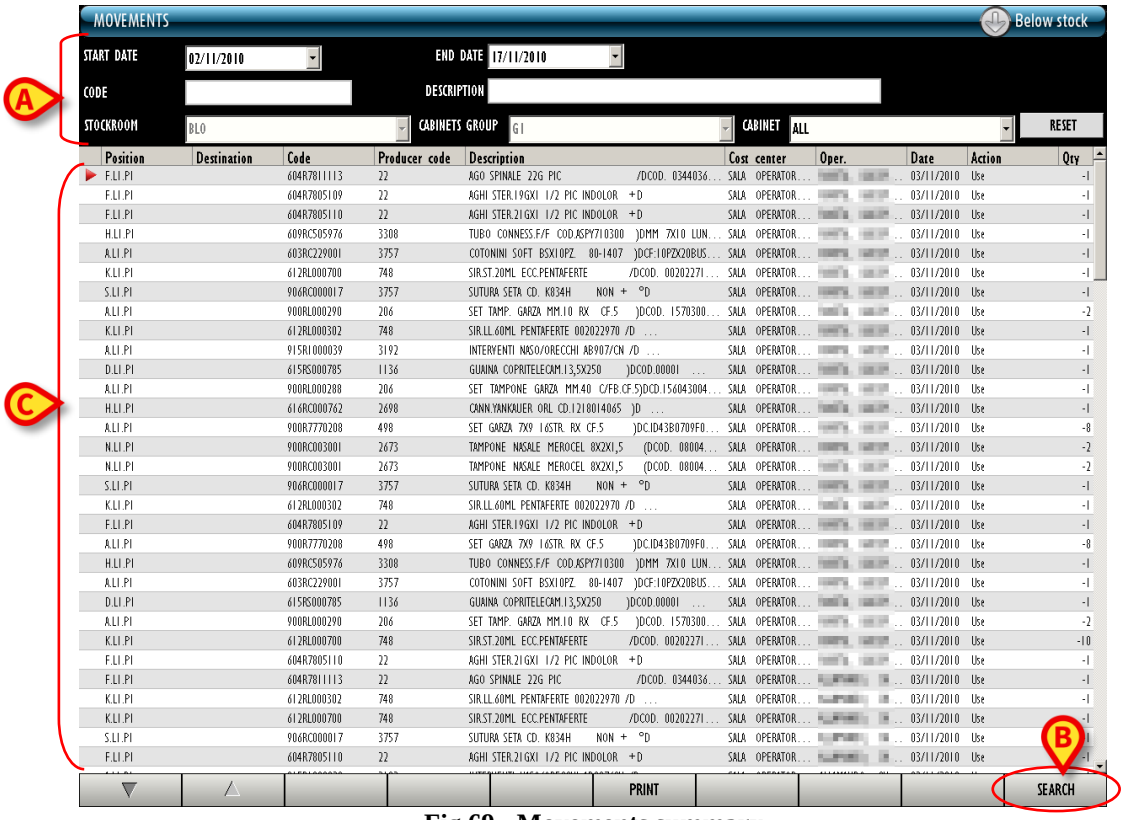

Fig 69 - Movements summary
- insert the values in the search fields (Fig 69 **A**).
- Click the **Search** button on the command bar (Fig 69 **B**).
The list of movements corresponding to the values specified in the search fields is displayed (Fig 69 **C**).